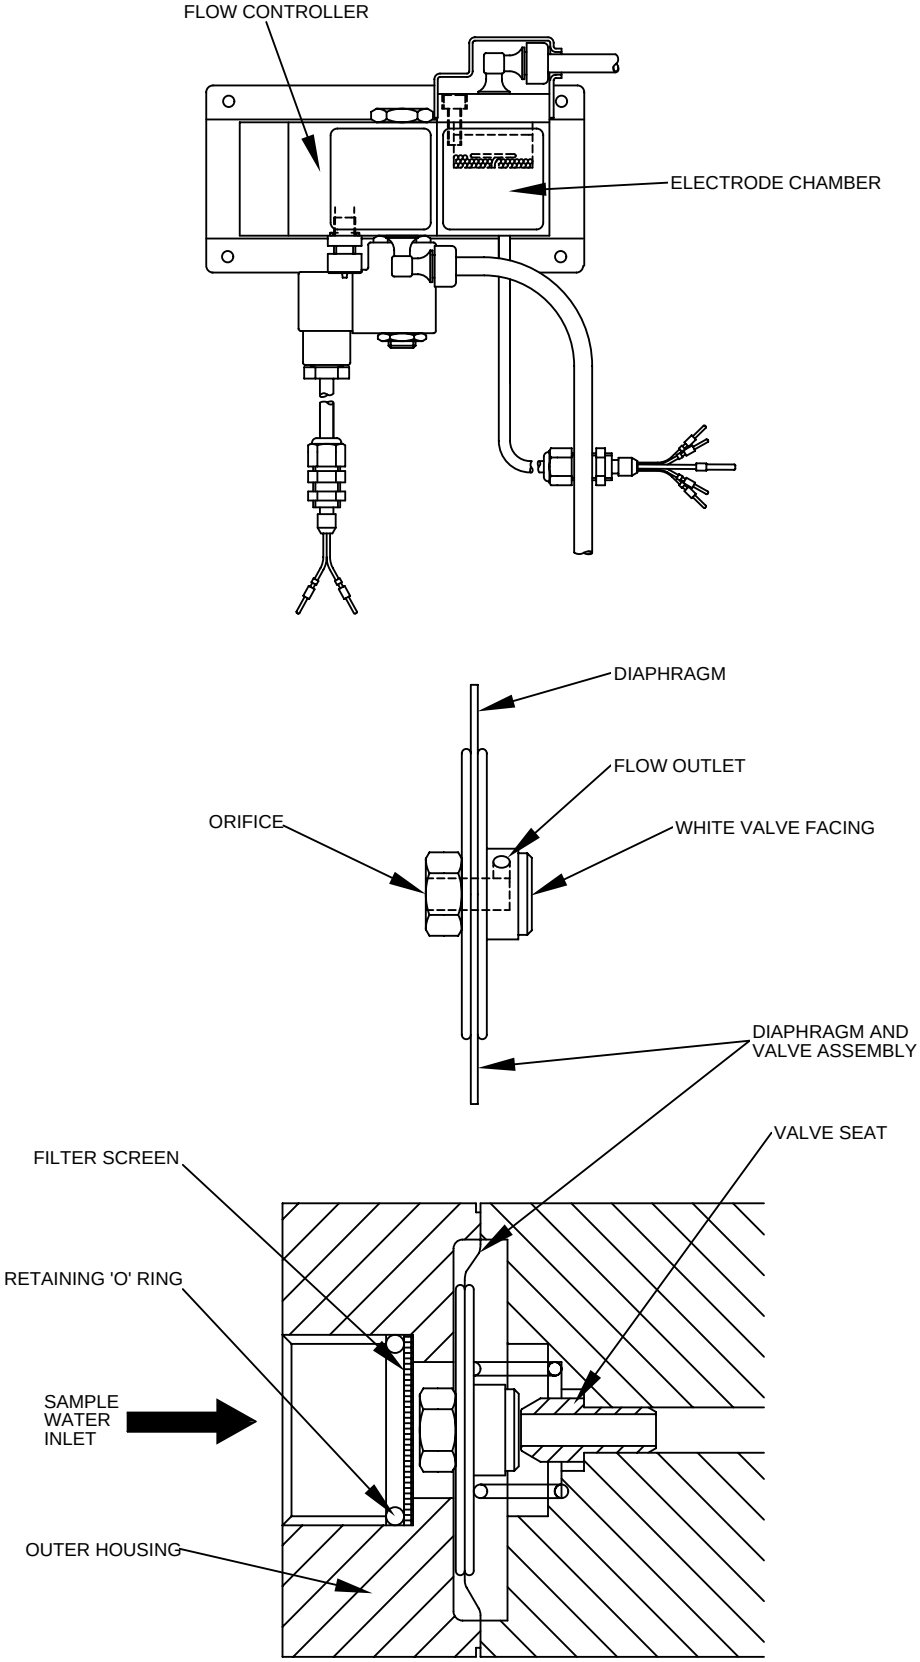

Fig. 5.2 Flow Controller
2.3 Flow Controller Refitting (Fig 5.2)